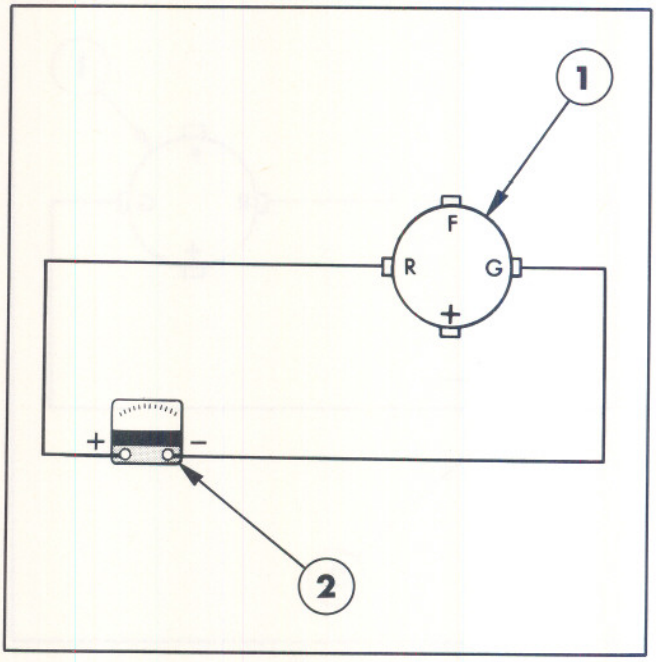

Figure 14
2. With the engine stopped and the key starter switch OFF, connect the voltmeter negative lead to ground and the positive lead to the auxiliary terminal, Figure 14. Turn the key starter switch ON. The voltmeter reading should be approximately 1.5 volts.